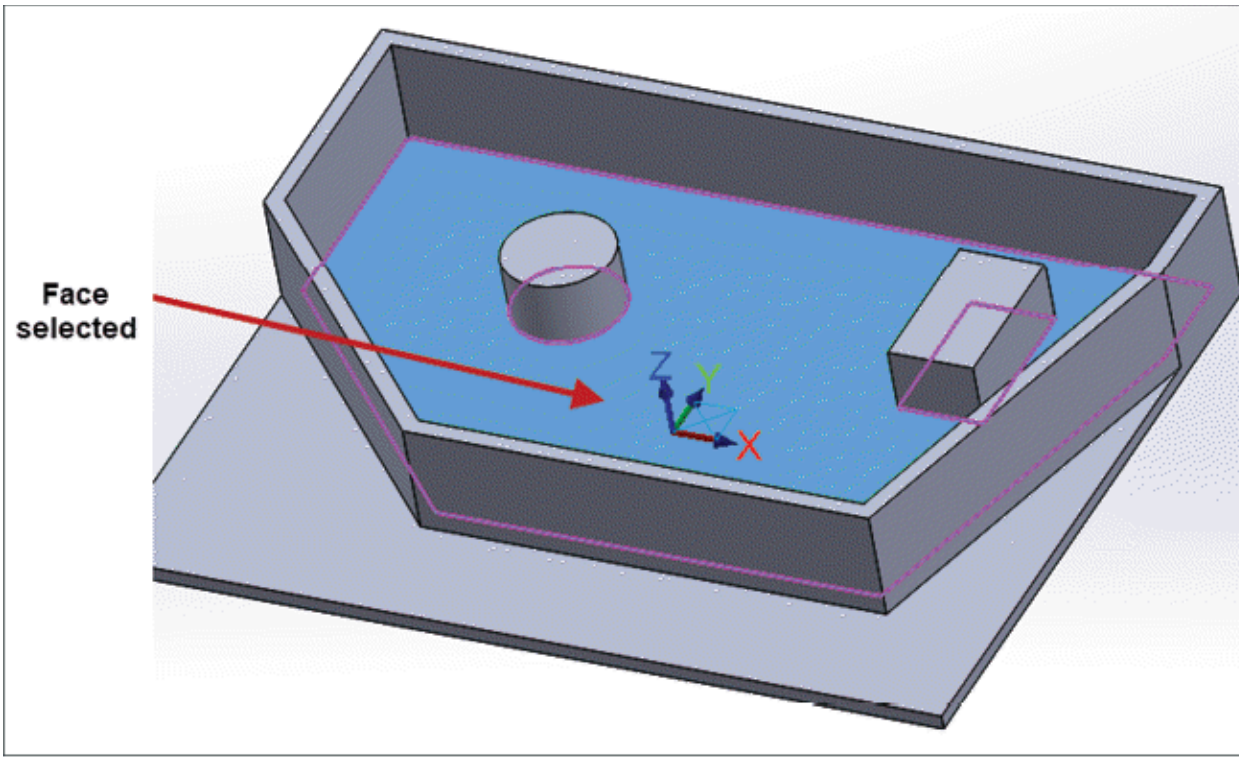

Figure-26. Face selected for dynamic mill machining
- Click on the **Wireframe** button from the dialog box if you want to select wireframe entities or click on the **Solids** button from the dialog box if you want to select solid faces/bodies. Select the faces/curves that you want to machine; refer to Figure-26.